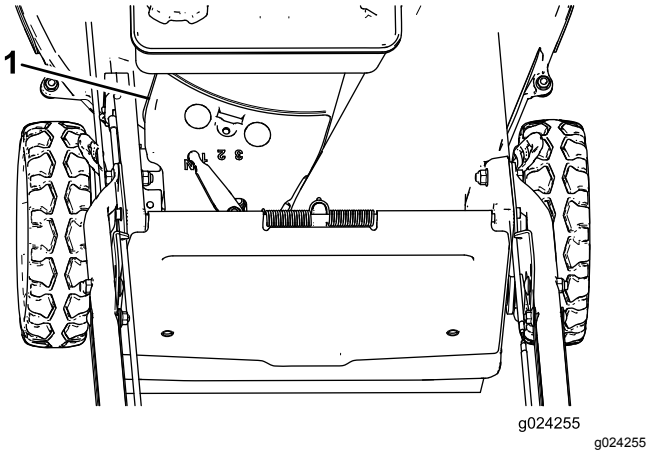

Figuur 29
3. Verwijder de riemkap (Figuur 29) van de maaikast.